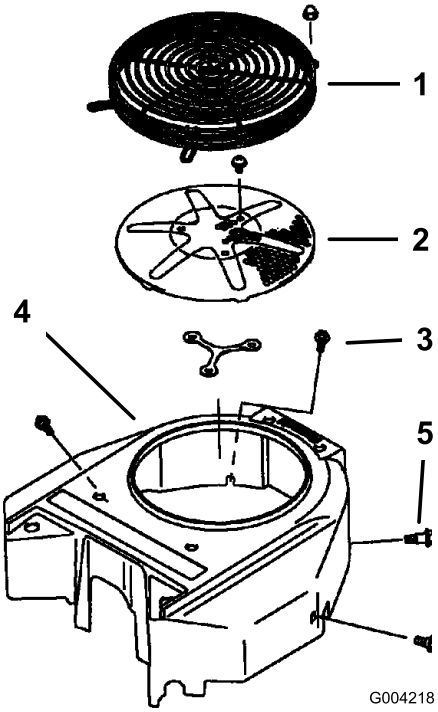

Figur 71
Før hver idriftsættelse skal eventuelt ophobet græs, snavs eller andet affald fjernes fra motorgitteret. Dette sikrer tilstrækkelig køling og korrekt motoromdrejningstal, hvilket mindsker risikoen for overophedning og mekanisk beskadigelse af motoren (Figur 71).
3. Fjern luftindtagsskærmen og dernæst tilbageslagsstarteren og ventilatorhuset (Figur 71).
5. Installer luftindtagsskærmen og dernæst tilbageslagsstarteren og ventilatorhus (Figur 71).